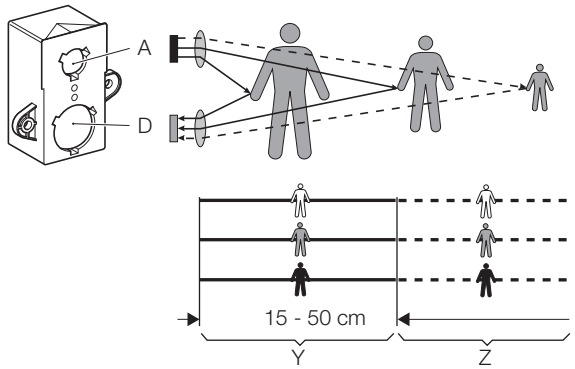

afbeelding 1
- elektronische module, met infraroodzender (A) en infraroodontvanger (B), voorgemonteerd in behuizing [afbeelding 1]
- infrarooddetectie van de gebruiker volgens het triangulatieprincipe. Deze driehoeksmeting functioneert met een infraroodzender (A) die door de gebruiker van het urinoir wordt weerkaatst en door de infraroodontvanger (D) waargenomen wordt. De gebruiker is duidelijk herkenbaar in een zone van 15 tot 50 cm (Y) voor het urinoir. Lichte of donkere kleding van de gebruiker, net zoals de omgeving rondom het urinoir (Z) hebben hierop geen invloed. [afbeelding 1]